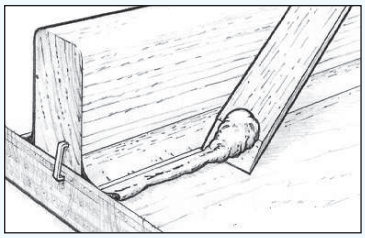

Figur 14 Avlägsna återstående epoxi som finns utanför hålkälsfogens kant.
3. Avlägsna överbliven epoxi med en rörpinne eller kittkniv *(Figur 14)*. En glasfiberväv eller -remsa kan läggas över hålkälsfogen först efter att epoxin har härdats och slipat.